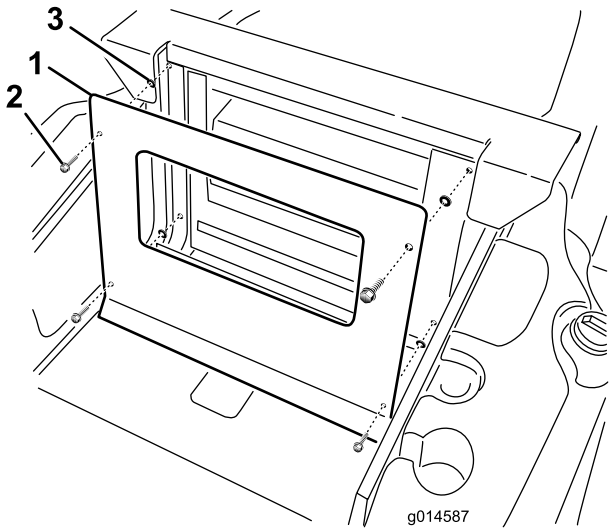

Figura 8
1. Retire los 4 pernos que sujetan el mamparo cortafuegos al bastidor (Figura 8).